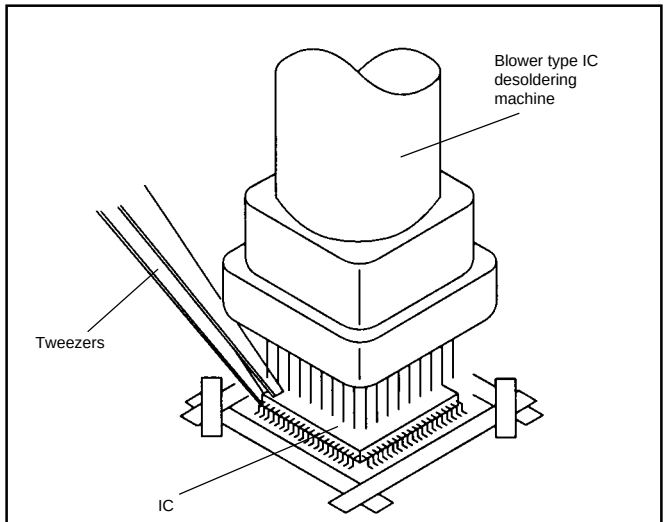

Fig. 2-3
3. When IC starts moving back and forth easily after desoldering completely, pickup the corner of the IC using a tweezers and remove the IC by moving with the IC desoldering machine. **(Refer to Fig. 2-3.)**